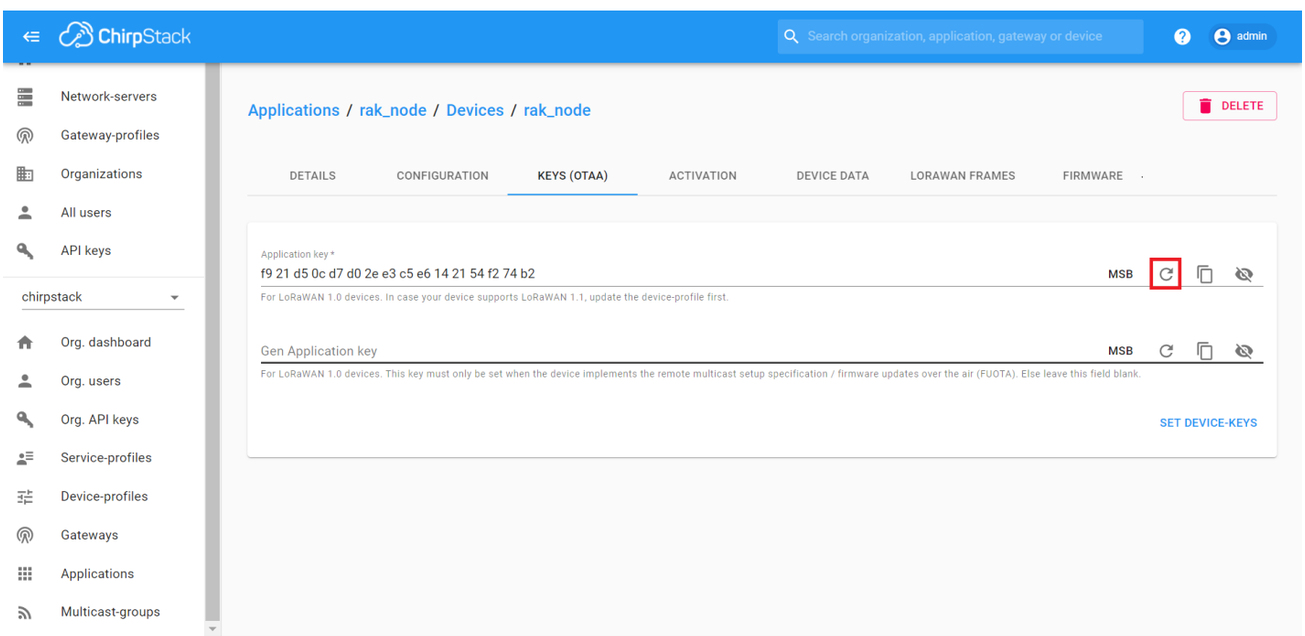

Figure 39: Application Key for the OTAA mode in the device registration form
2. A previously created Application Key can be entered here, or a new one can be generated automatically by clicking the icon highlighted in red, as shown in **Figure 39**.